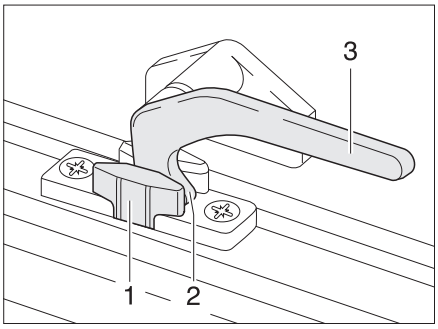

Fig. 38 Catch lever in the "continuous ventilation" position
- "Continuous ventilation" (Fig. 38)
- Turn the catch lever (Fig. 38,3) a quarter turn towards the centre of the window.
- Turn the catch lever a quarter turn towards the window frame. The locking catch (Fig. 38,2) has to be moved into the recess of window catch (Fig. 38,1).